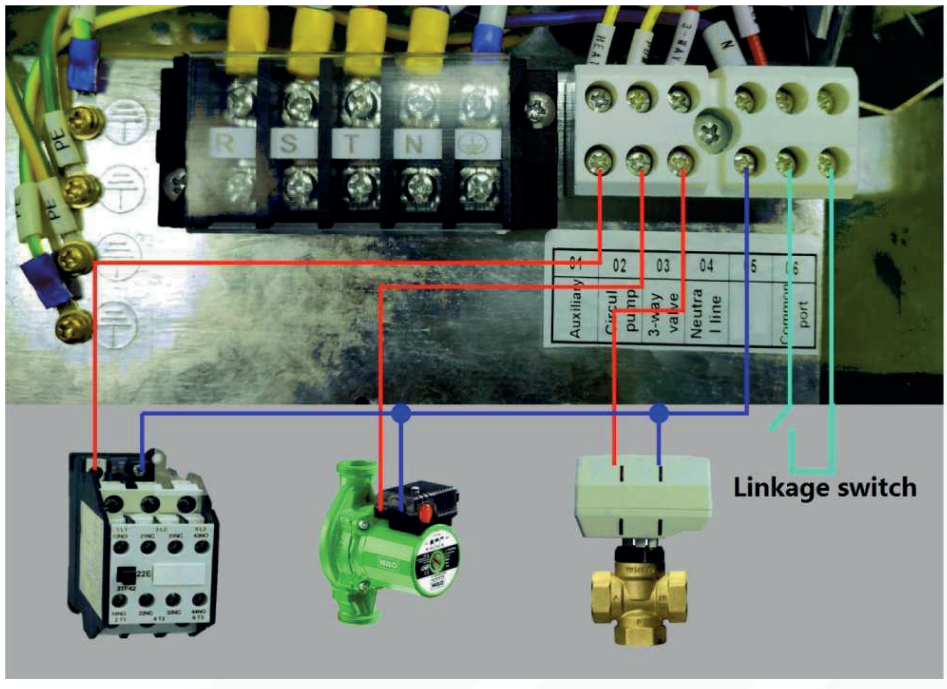

Rysunek 3
2) Schemat połączeń elektrycznych - patrz rys. 3. (Jeśli nie ma potrzeby instalowania dodatkowego ogrzewania, nie należy podłączać stycznika prądu przemiennego w punkcie 1, 4)